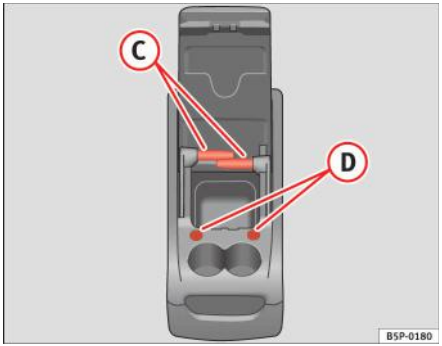

Fig. 113 Utilizările compartimentului de depozitare mobil
Pentru a utiliza măsuța (C) ⇒ fig. 113, aceasta trebuie scoasă din locaşul de pe laterala compartimentului de depozitare mobil şi montată în spațiul (D) ⇒ fig. 113 din partea frontală a compartimentului de depozitare mobil.